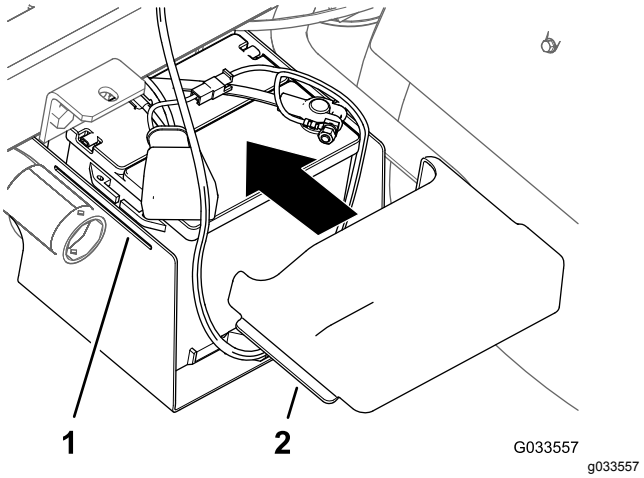

Figur 33
10. Klem på siderne af batteridækslet, juster tapperne i dækslet ind efter åbningerne i batteribundpladen, og slip batteridækslet (Figur 33).